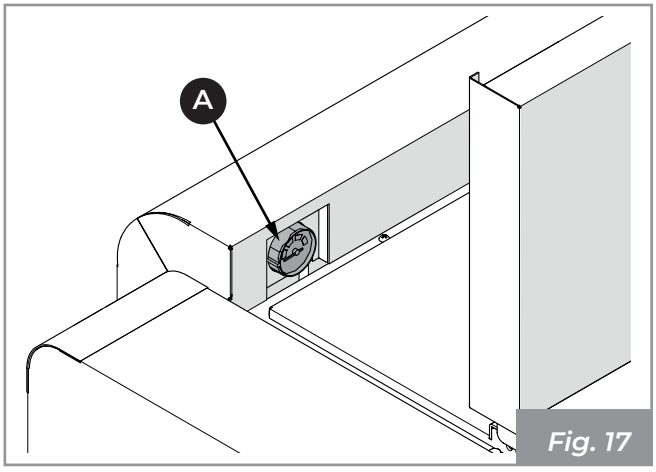
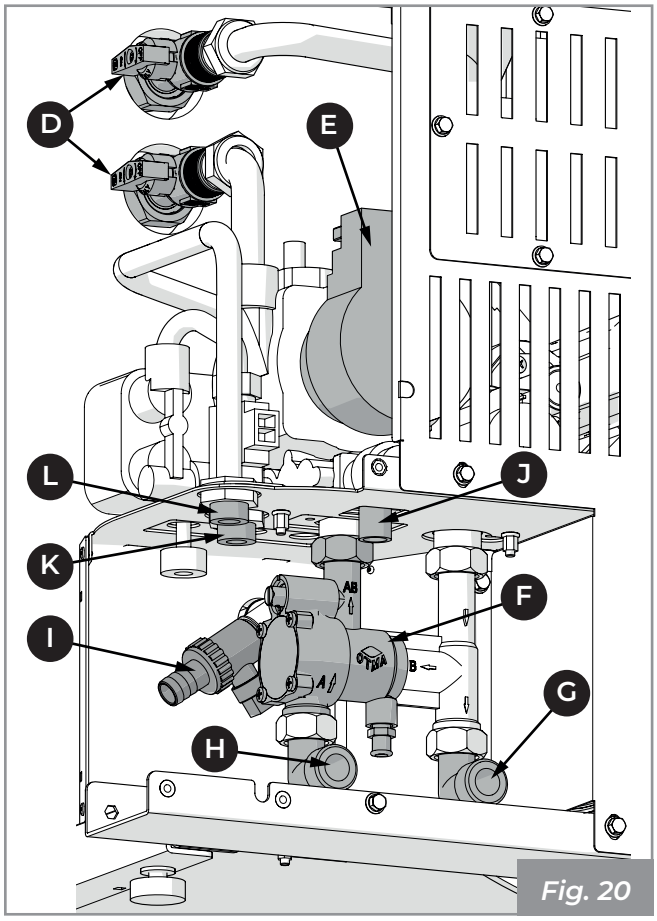

Fig. 17
Fig. 20
6.3.1 Hydraulic system description (Fig. 17 ÷ Fig. 20)
6.3.2 Hydraulic connections (Fig. 17 ÷ Fig. 20)